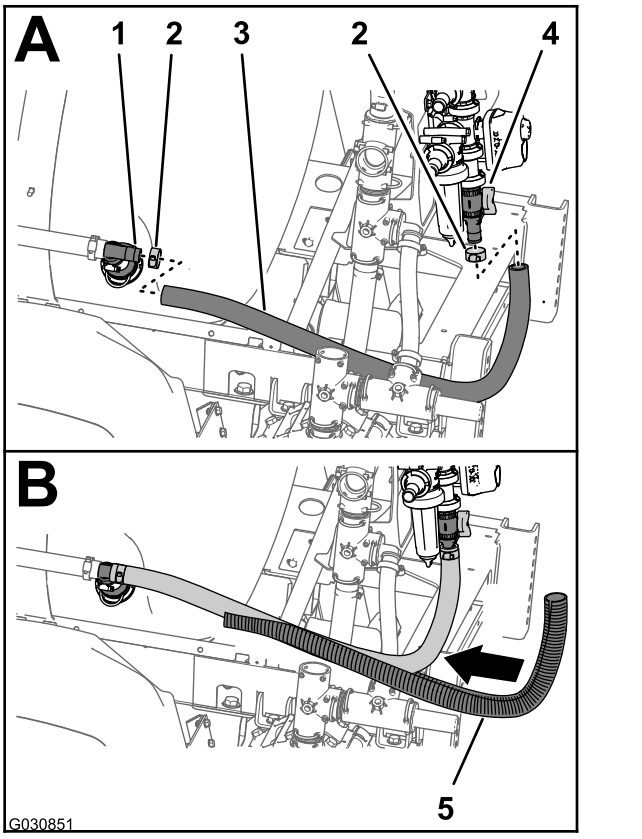

Figur 103
1. Monter slangen (1 x 41 tommer) til T-fittingen med modhage på den bageste omrøringsdyse i sprøjtetanken (Figur 103).
2. Fastgør slangen til T-fittingen med klemmen (Figur 103), du fjernede i trin 2 i Afmontering af omrøringsventilen, kugleventilen og slangerne (side 32).
3. Saml den anden ende af slangen (1 x 41 tommer) på den lige fitting med modhage i bunden af omløbsventilen (Figur 103).
4. Fastgør slangen til den lige fitting med den slangeklemme (Figur 103), du fjernede i Afmontering af omrørings- og omløbsventilerne (side 33).
5. Monter de sammenrullede slanger (Figur 103) over slangen (1 x 41 tommer).